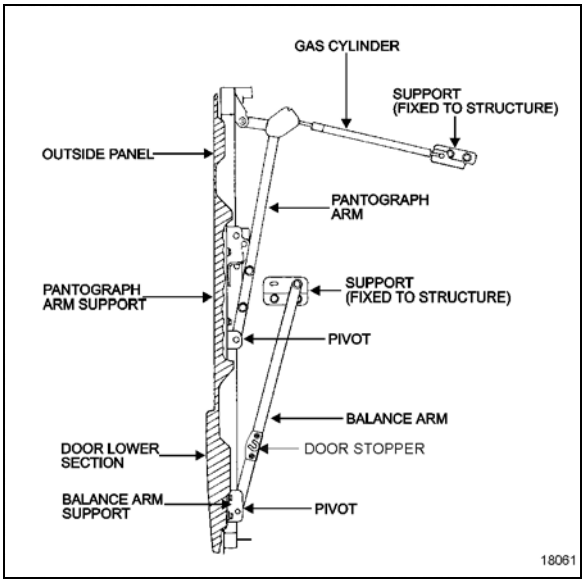

**FIGURE 65: BAGGAGE COMPARTMENT DOOR**
*Refer, if needed, to* Figure 65 *for identification of door components.*